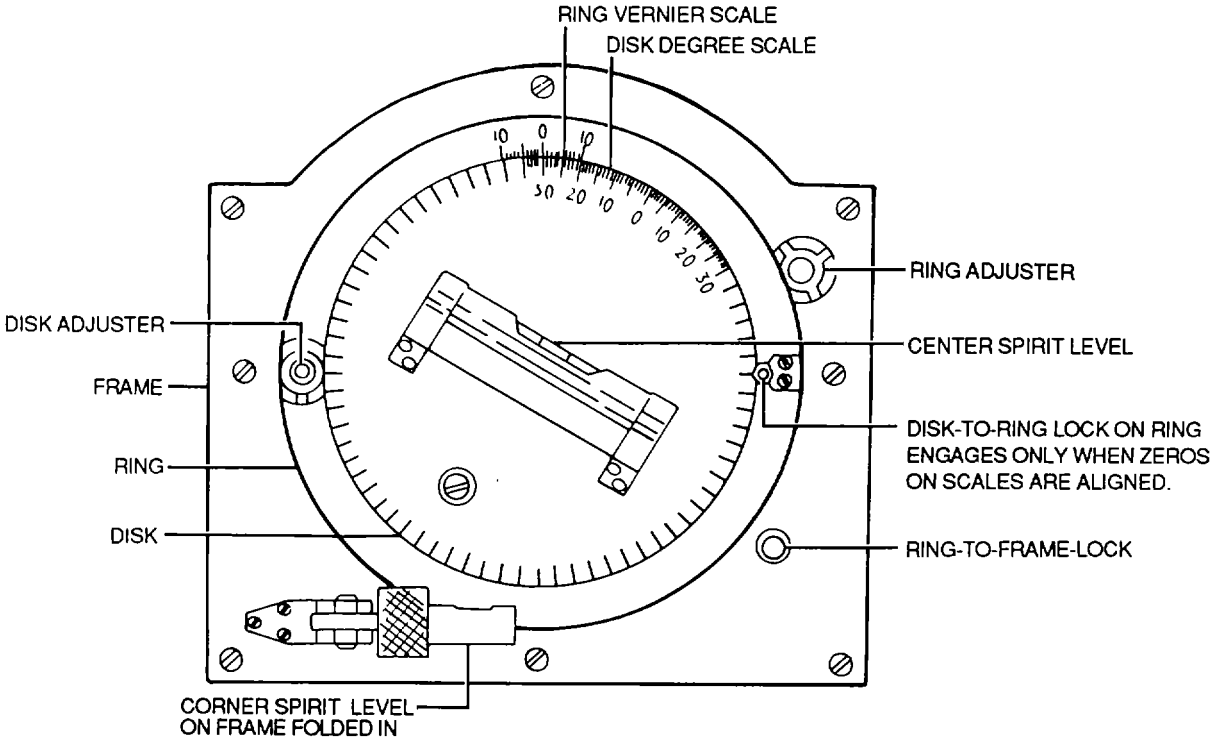

Figure 7-1. Protractor
a. Description. The protractor, shown in figure 7-1, consists of an aluminum frame in which a steel ring and a disk are mounted. Spirit levels are mounted on both the frame and disk. Locks are provided for locking the ring to the frame or the disk. Scales are marked on the disk and the ring. Zeros of the scales provide reference marks between which the angle may be read. Hand adjusting screws are provided so that the ring and the disk may be rotated in relation to the housing and to each other. Functioning parts of the protractor are described in the following paragraphs.
(1) Indicating surface. The indicating surface of the protractor is the bottom edge opposite the upper curved edge.
(2) Primary level. The level at the lower left corner of the protractor is the primary level and is parallel with the indicating surface. This level has two positions: against the face, and at the right angle to the face.
(3) Secondary level. The level at the center of the protractor is a secondary level functioning with the inner and vernier dials.
(4) Lock assembly. The lock assembly detents and engages the inner protractor dial with the vernier scale at zero alignment only.
(5) Ring-to-frame lock. The knob locks, by tension, the other vernier scale at any rotary position in relation to the indicting surface of the protractor.